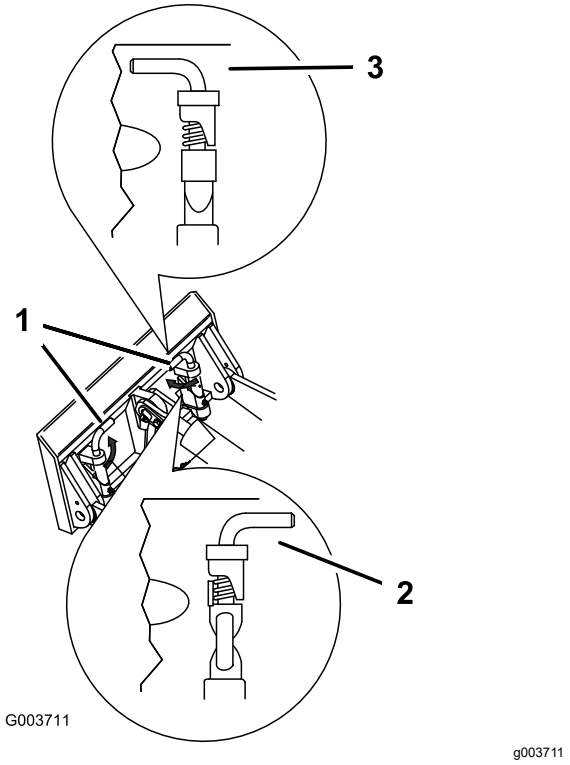

Рисунок 25
7. Закрепите быстроустанавливаемые штифты, убедившись, что они полностью вошли в монтажную пластину (Рисунок 25).